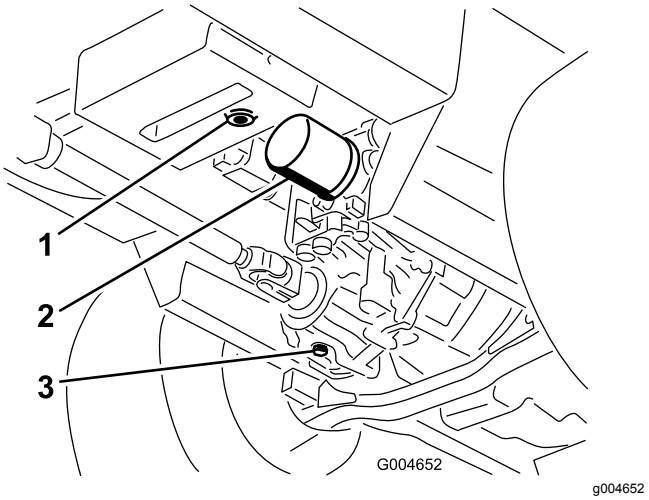

図 58
3. 油圧オイルタンクとトランスミッションケースの下にオイルを受ける大型の容器を置き、それぞれのドレンプラグを外してタンク内のオイルを完全に排出、回収する(図 58)。
4. 油圧オイルフィルタ取り付け部の周辺をウェスできれいに拭き、フィルタを外す (図 58)。